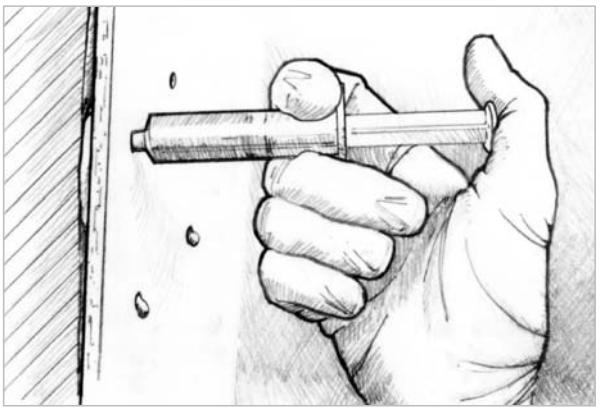

Figure 8-1 *Drill 3/16" holes through the laminate, in areas of suspected voids. Inject the mixture into the voids.*
3. Fill all voids between laminate and the lead ballast with an epoxy/404 or 406 filler mixture, thickened to a catsup consistency, after the laminate and voids have been thoroughly dried. Use an 807 Syringe, with the tip cut back to fit the 3⁄16" (5mm) hole, to inject the mixture under pressure into the void (Figure 8-1). Fill the remaining holes in the laminate with an epoxy/404 or 406 filler mixture thickened to a mayonnaise consistency. Allow the epoxy to cure thoroughly. If voids are extensive, use an 810 Fillable Caulking Tube (with the appropriate sized drilled hole in the laminate) to fill the voids. If necessary, use multiple applications to avoid excessive exothermic heat buildup from filling too large a void at one time.